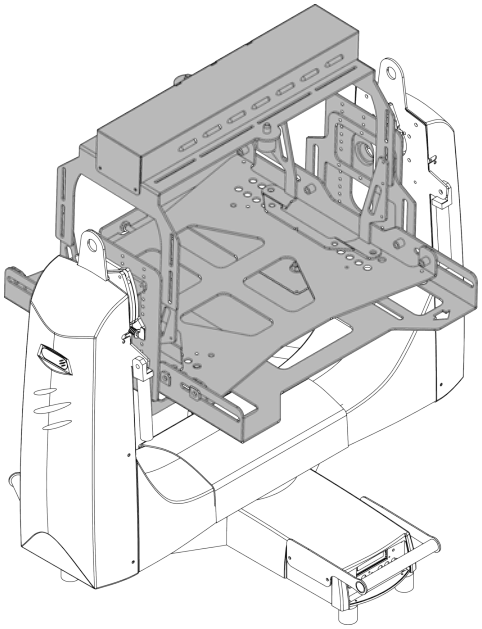

Figure 2-19 VIP Dual bracket
- The VIP Dual bracket (***Figure 2-19***) and